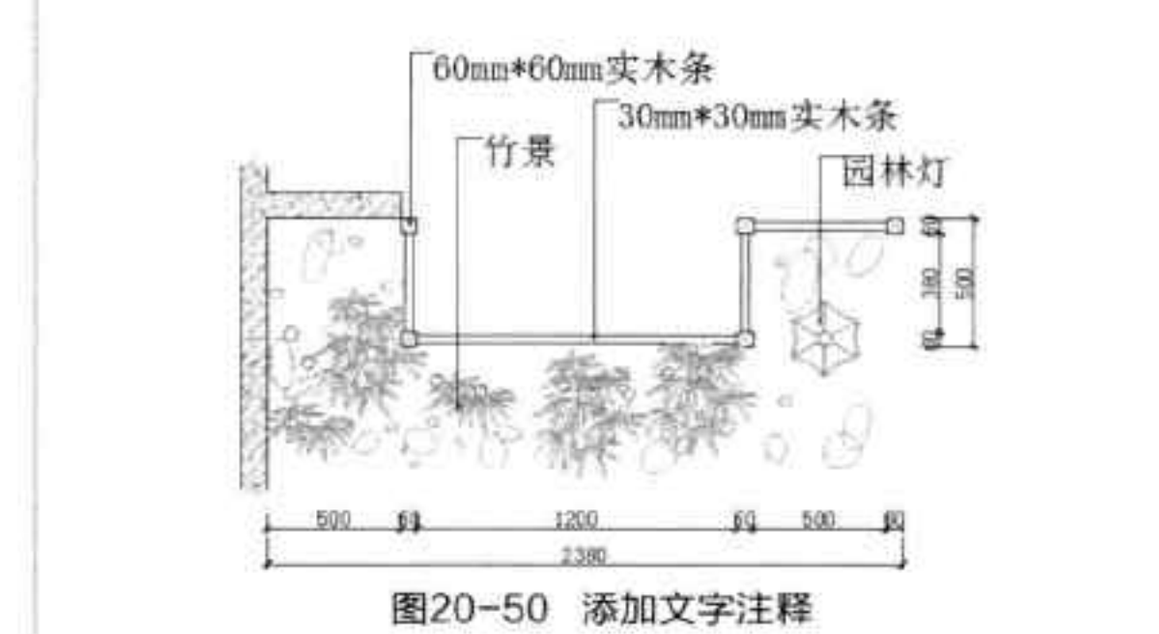

图20-50 添加文字注释
Step 20 执行“快速引线”命令，对图形进行文字标注，如图 20-50 所示。